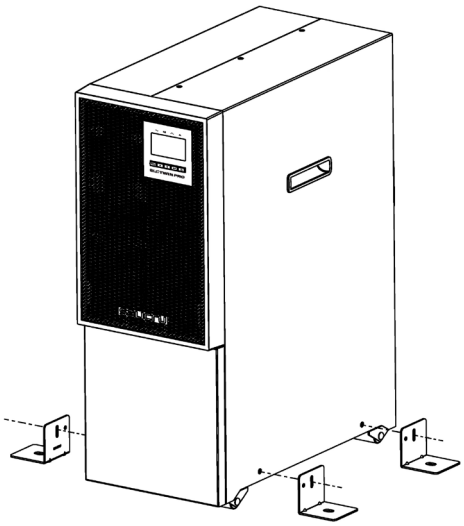

Fig. 22. Installation des supports de stabilisation.
2. Installer les supports de stabilisation comme illustré sur la Fig. 22.